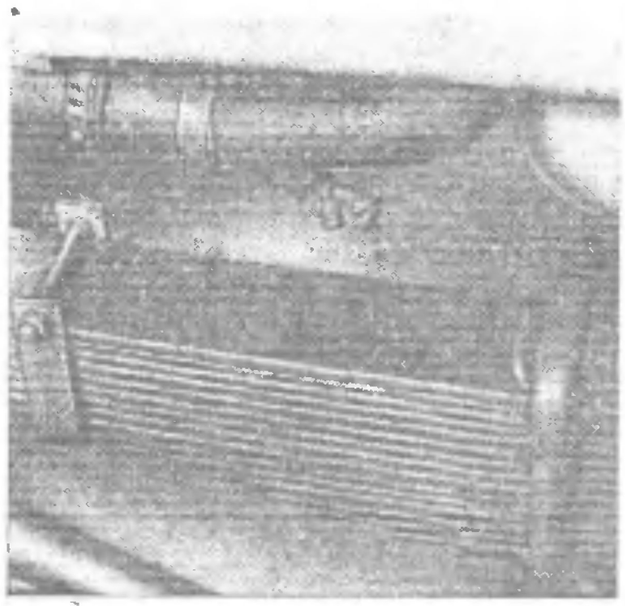

Рис. 17. Кран слива охлаждающей жидкости из радиатора
1. Слейте жидкость из системы охлаждения двигателя через кран радиатора (рис. 17) и через краны теплообменника и насосного агрегата предпускового подогревателя при открытом кране отопителя, предварительно сняв пробку заливной горловины расширительного бачка. Закройте сливные краны	Посуда для охлаждающей жидкости